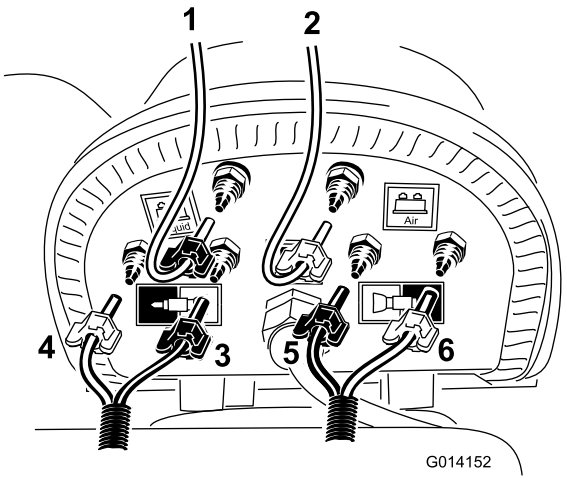

Figure 22
Note: Install the clear tube to the **blue** or water barb on the compressor shown in Figure 22. Use a blue tube clamp to secure both tubes. The sheath of the tubing will require further splitting to accommodate the length of the tank assembly.
B. Locate the short, loop-back hose previously cut, and install the clear tube to the remaining barb on the black, tank cap shown in Figure 22.
D. Locate the foam hose routed to the left boom, and install the blue and white tube to the locations as shown in Figure 22.
E. Locate the foam hose routed to the right boom, and install the blue and white tube to the locations as shown in Figure 22.